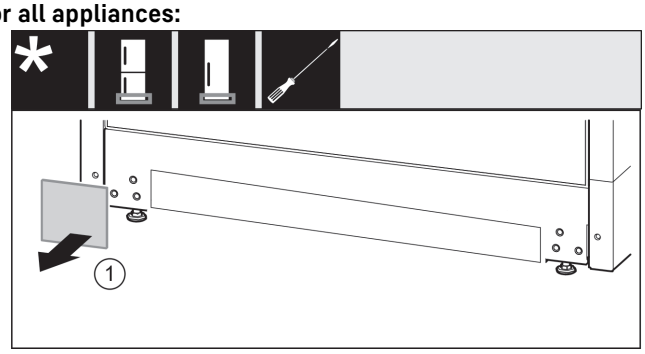

Fig. 18
- ▶ Remove cover *Fig. 18 (1)*.